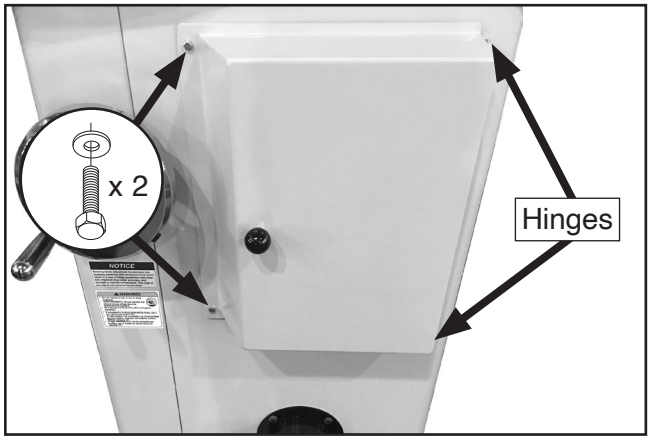

Figure 33. Cabinet access door installed.
28. Attach cabinet access door to hinges (see **Figure 33**) and secure with hinge pins.
29. Remove (2) hex bolts and flat washers (see **Figure 33**) from right-hand side of cabinet. Close access door and secure with hex bolts and flat washers.